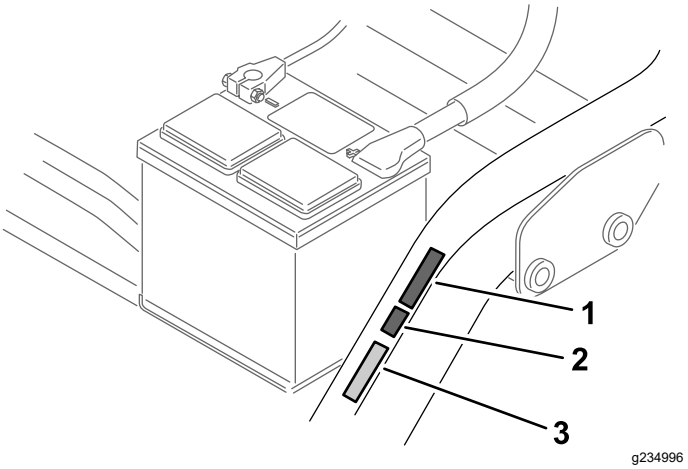

Figure 14
- Apposez l'autocollant de la marque de conformité CE à côté de la plaque du numéro de série (Figure 14).
- Apposez l'autocollant de l'année de production CE près de l'autocollant de marque de conformité CE (Figure 14).